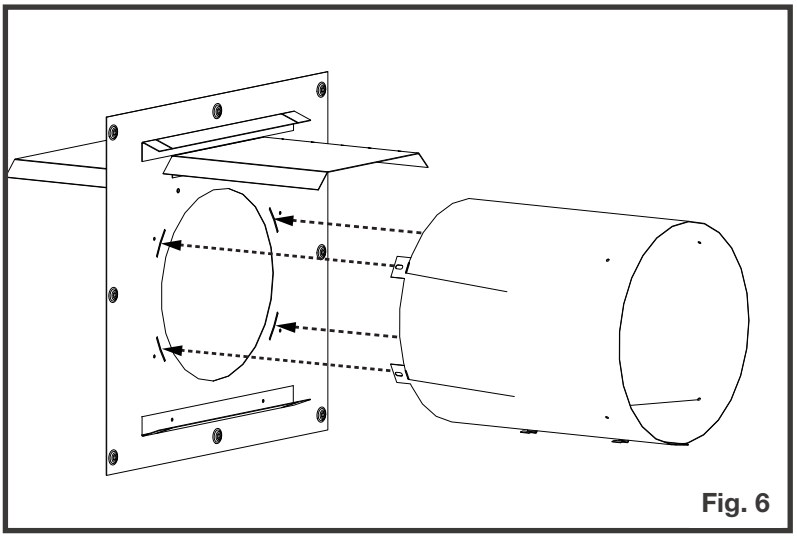

Fig. 6
6. Insert the vent sleeve tabs into the firestop spacer slots then bend the tabs over to secure to the firestop spacer along with 4 supplied fasteners **(Figure 6)**.